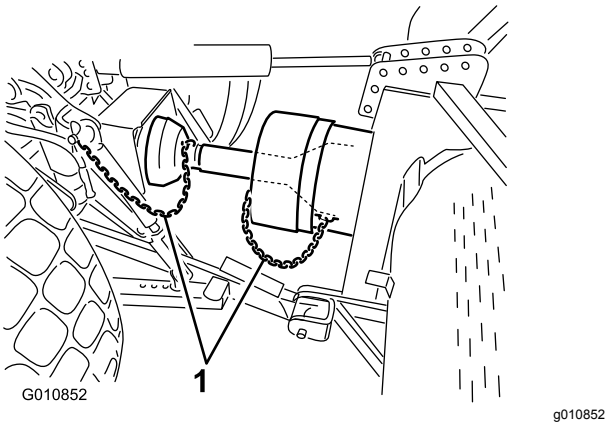

Figur 25
6. Tilslut sikkerhedsafskærmningskæderne til kraftudtagsskærmen og traktionsenhedens beslag (Figur 25). Sørg for, at kæderne forbliver løse, når dybdelufteren hæves og sænkes.